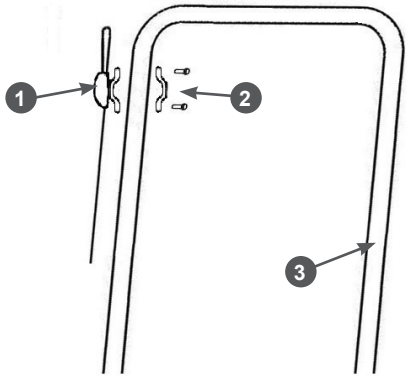

Рис. 7 Установка рычага газа SC350
3. Установите рычаг газа. Схема установки рычага газа SC350 показана на Рис. 7. Установка рычага газа SC400 производится аналогичным образом.